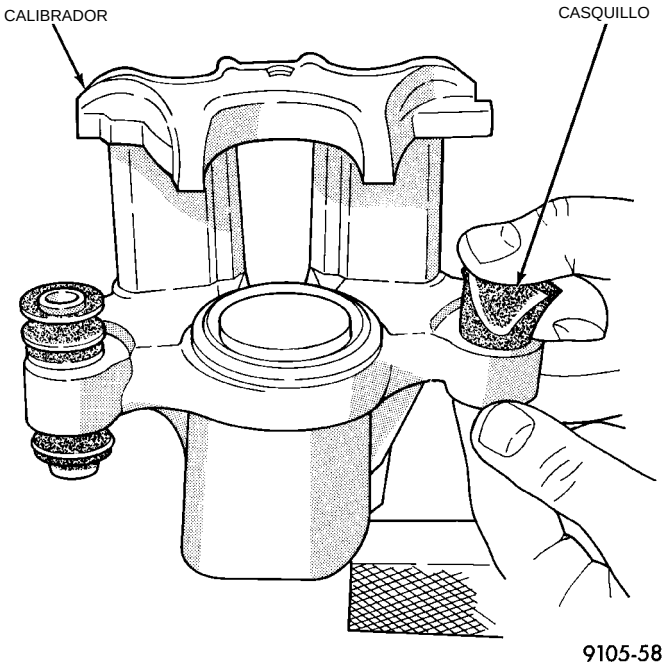

Fig. 169 Desmontaje del casquillo del calibrador
(3) Con los dedos, incline uno de los lados del casquillo. Luego tire del lado opuesto para retirar el casquillo de la cubierta del calibrador del freno (Fig. 169).